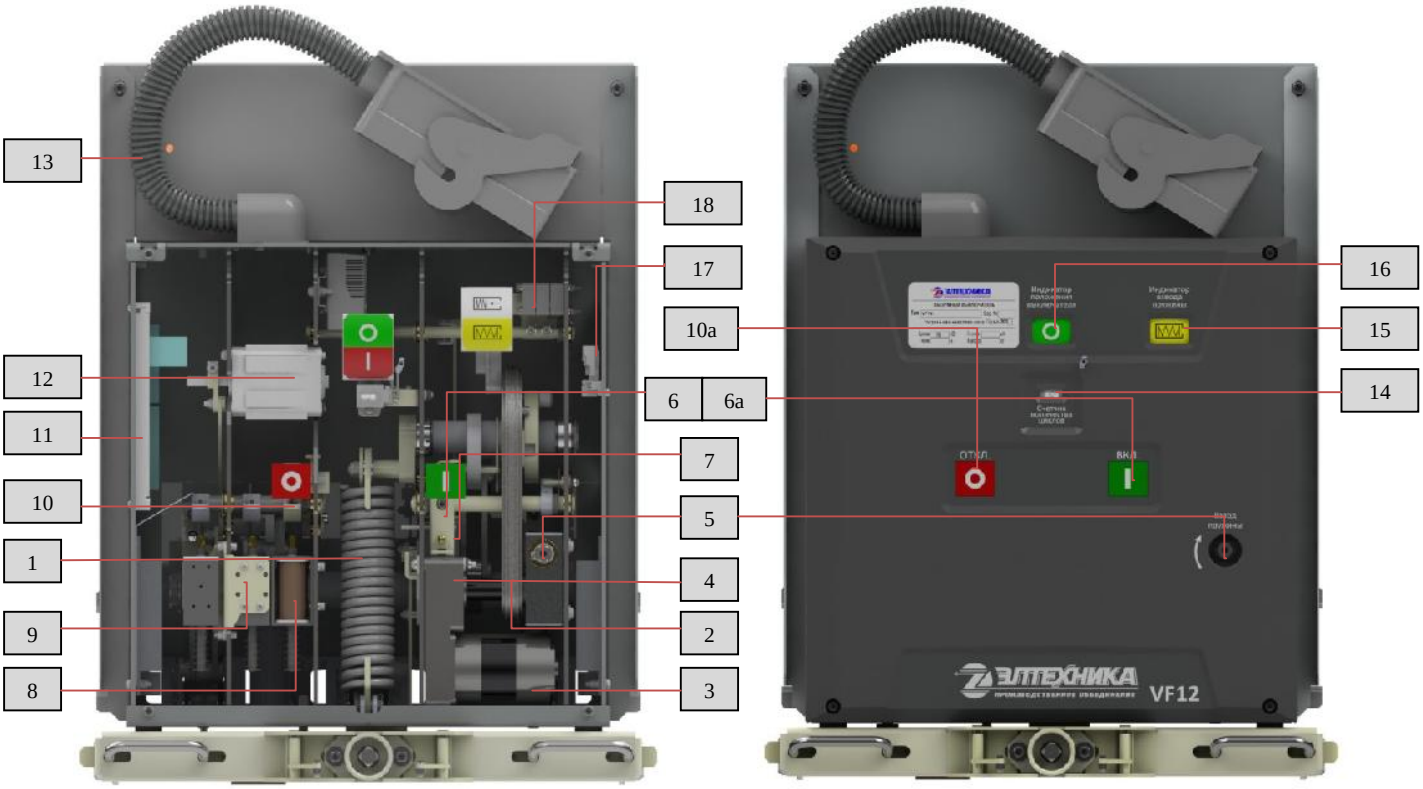
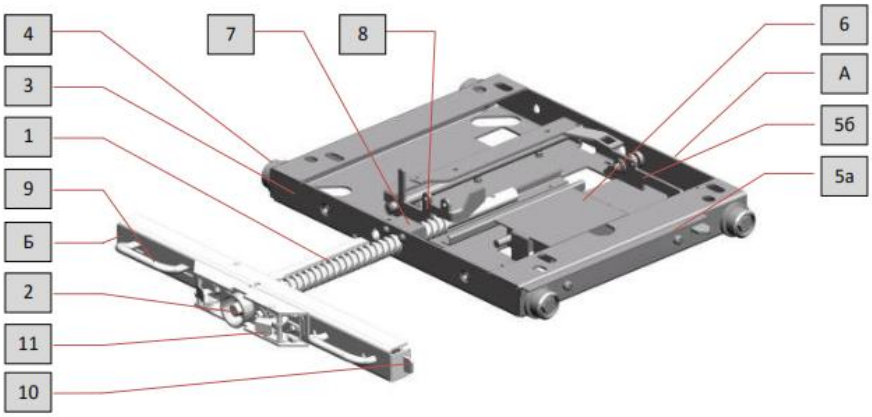
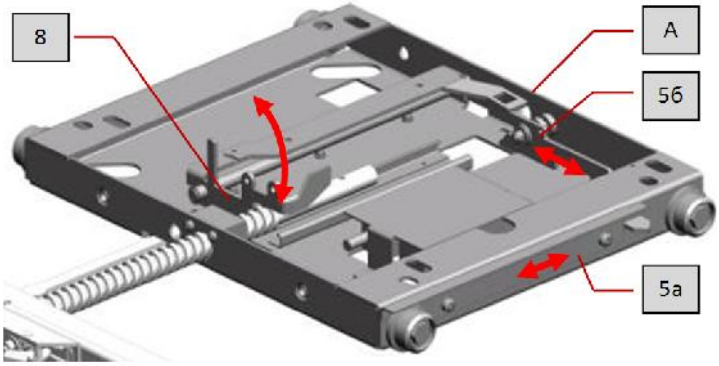

Рис. 3 Привод выключателя:
Рис. 5 Тележка аппаратная:
Рис. 7 Механические блокировки:
Привод выключателя (рис. 3) представляет собой механизм, обеспечивающий размыкание и замыкание контактов ВДК с характеристиками, необходимыми для нормального функционирования выключателя.
Тележка аппаратная (рис. 5) состоит из подвижной части (А), к которой крепится выключатель при помощи 4 болтовых соединений М12, и неподвижной (Б), являющейся опорой привода подвижной части. Перемещение подвижной части относительно неподвижной осуществляется посредством винта (1) при помощи рукоятки оперирования выкатным элементом (рис. 13), которая устанавливается в гнездо (2).
1.4.1.6.1 Механическая блокировка перемещения выкатного элемента (11) при открытой двери ячейки препятствует установке рукоятки оперирования выкатным элементом в гнездо (2) (рис. 5).
обозначения согласно рис. 5
1.4.1.6.2 Внешняя механическая блокировка расположена на правой боковой стенке основания (3) тележки аппаратной и предназначена для обеспечения двусторонней механической связи с заземлителем и другими коммутационными аппаратами ячейки (рис. 5). Нажимная планка блокировки заземлителя (5а) управляет шторкой гнезда оперирования заземлителем, разрешая оперирование им только в контрольном (выкаченном) положении выключателя. С другой стороны, механизм заземлителя воздействует на планку блокировки винта привода тележки (5б), утапливая ее внутрь основания (3), при включенном заземлителе. Планка блокировки винта привода (5б), в свою очередь, через систему рычагов блокирует винт (1) привода тележки аппаратной (рис. 7).
1.4.1.6.3 Механическая блокировка включения выключателя (8) запрещает перемещение подвижной части (А) тележки аппаратной из фиксированного положения (рабочего или контрольного) при включенном выключателе, а также блокирует включение выключателя в промежуточном положении подвижной части (А) тележки аппаратной(рис. 7).
1.4.1.6.5 Блокировка от повторного включения препятствует подаче команды на повторное включение выключателя во включенном положении. В выключателе реализованы две блокировки от повторного включения: электрическая и механическая. Электрическая блокировка реализована на плате управления X1 (11) (рис. 3) в схеме цепей управления выключателем (Приложение 2). Она препятствует подаче команды на электромагнит включения в дистанционном режиме. Механическая блокировка препятствует непосредственному воздействию на спусковой механизм включения
Блок-контакты выключателя (12) (рис. 3) и блок-контакты силовой пружины (18) расположены на приводе выключателя. Блок-контакты тележки аппаратной (6) (рис. 5) расположены на подвижной части (А) тележки аппаратной.